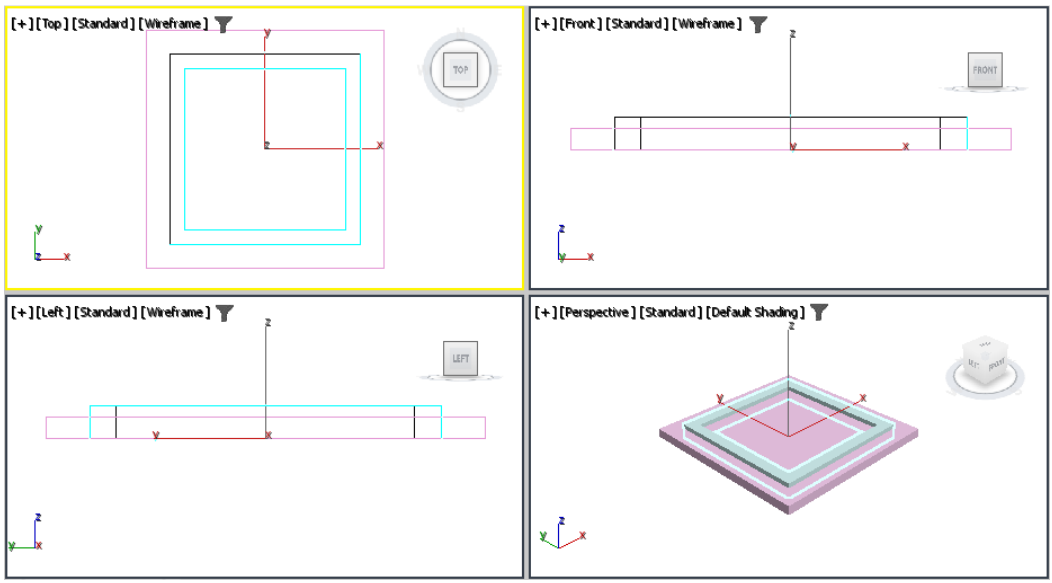

Figure 5-4 *The Frame extruded by 15 units*
7. In the **Parameters** rollout, set the value **15** in the **Amount** spinner; *Frame* is extruded by 15 units, as shown in Figure 5-4.